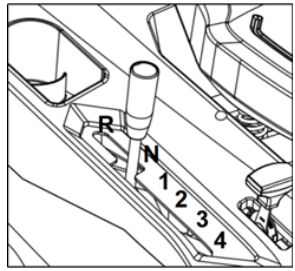

Рис. 25
- Переведите рычаг переключения передач в нейтральное положение (для механического типа) (рис. 25).